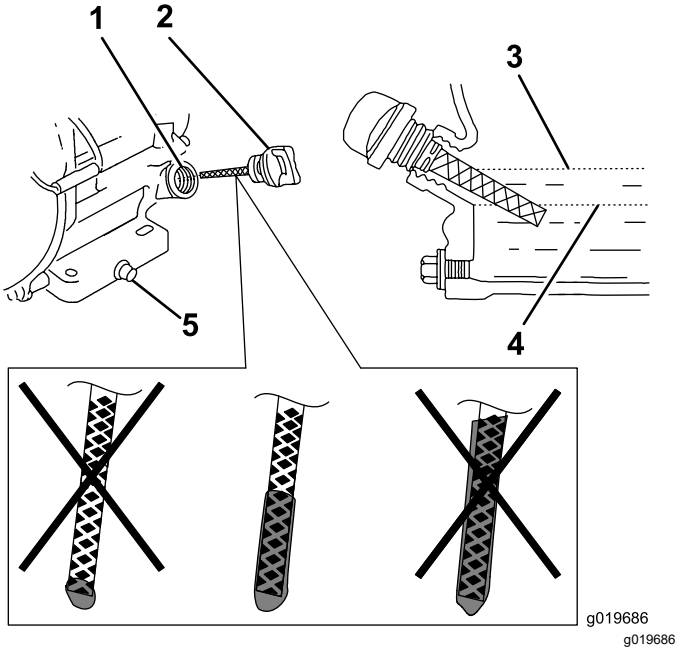

Figura 26
6. Estraete l'asta e controllate il livello dell'olio (Figura 26).